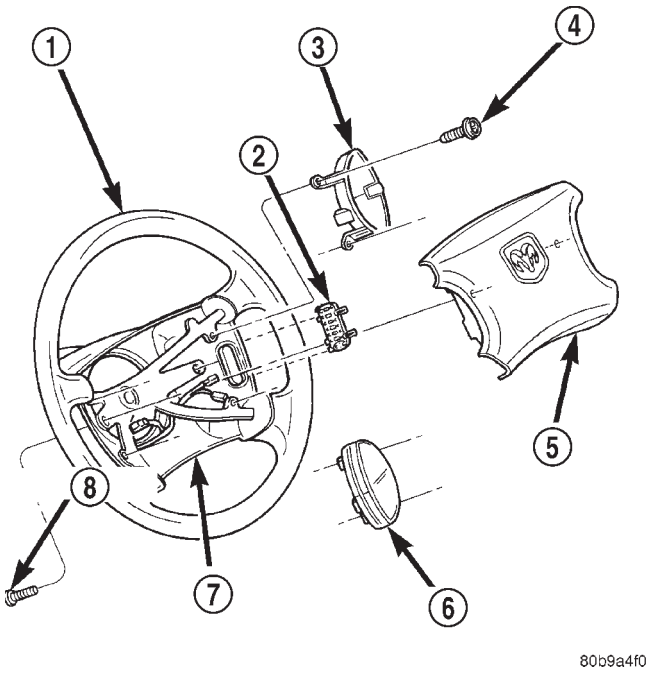

Fig. 17 Remote Radio Switches Remove/Install
(1) Disconnect and isolate the battery negative cable.
(2) Remove the driver side airbag module from the steering wheel. Refer to Electrical, Restraints for the procedures.
(3) Remove the speed control switch located on the same side of the steering wheel as the remote radio switch that is being serviced. Refer to Electrical, Speed Control for the procedures.
(4) Disconnect the steering wheel wire harness connector from the connector receptacle of the remote radio switch (Fig. 17).